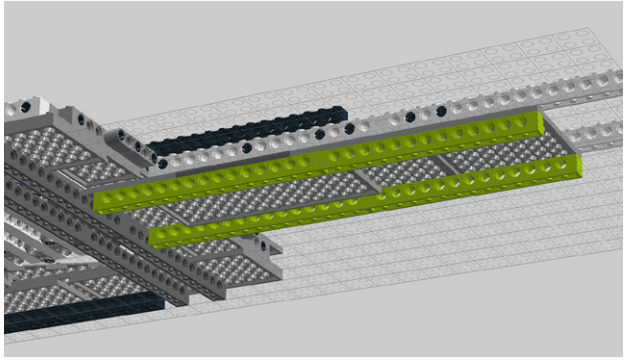

Figure 8-53. *Step 48: Attaching more Technic beams*
48. Add two each 16M and 14M Technic bricks to the underside, as shown in Figure 8-53.